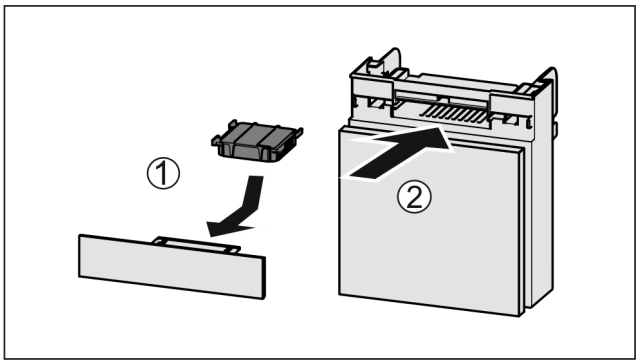

Fig. 162
▶ Aktivkohlefilter nach Abbildung einsetzen *Fig. 162 (1)*.
▶ Fach einschieben *Fig. 162 (2)*.